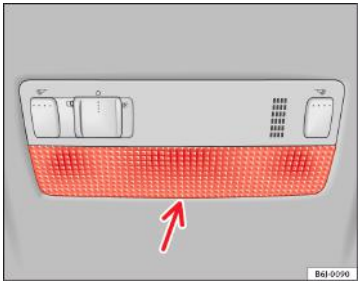

Fig. 175 Lampa de lectură din față
– Introduceți o şurubelniță subțire între carcasă şi capacul din sticlă ⇒ fig. 175.